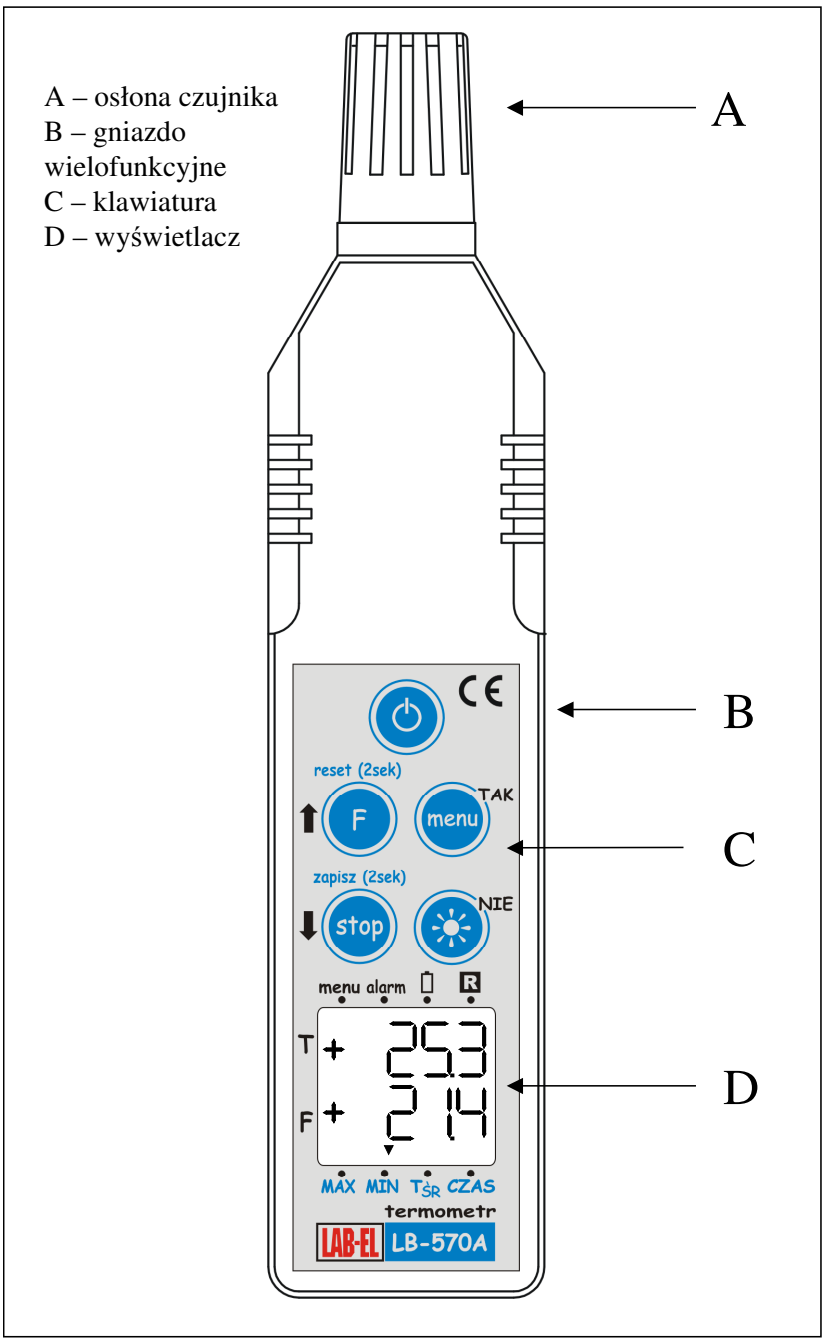

Rys. 1 **LB-570A– widok od strony klawiatury**
Rozmieszczenie elementów termometru, do których ma dostęp Użytkownik przedstawia Rys.1.
Termometr LB-570A wyposażony jest w pięcioprzyciskową klawiaturę (patrz Rys.1). Znaczenie przycisków klawiatury zależy od tego w jakim trybie działa klawiatura. Są dwa tryby działania klawiatury:
- Podłączyć ładowarkę do gniazda B oznaczonego na Rys.1 – na wyświetlaczu wyświetli się napis:
- Podłączyć ładowarkę do gniazda oznaczonego jako B na Rys.1 – powinien uaktywnić się wskaźnik ▲ przy symbolu ▯, wskaźnik będzie wolno migał – oznacza to ładowanie baterii,